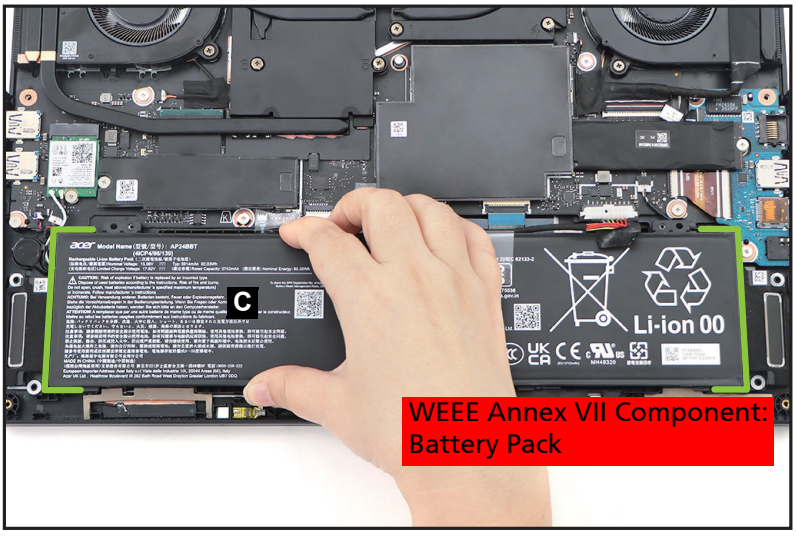

Figure 1-13. Battery Pack Removal
4. Lift the battery pack (C) to release it from the compartment studs (highlighted with the green lines) (Figure 1-13). Then remove the battery pack.